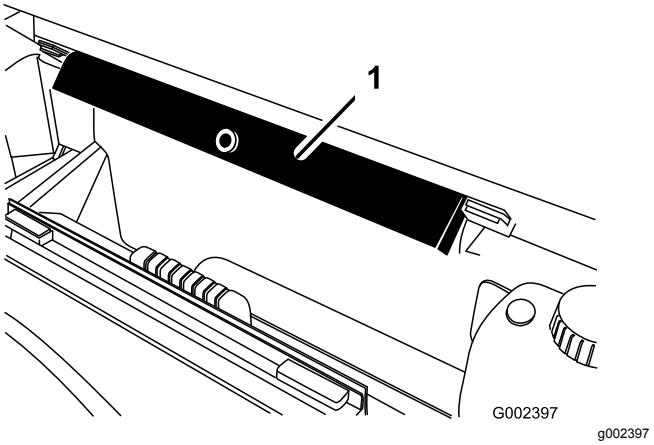

Figur 97
8. Fjern støtten til planet fra lagringsbrakettene på baksiden av veltebøylepanelet (Figur 97).